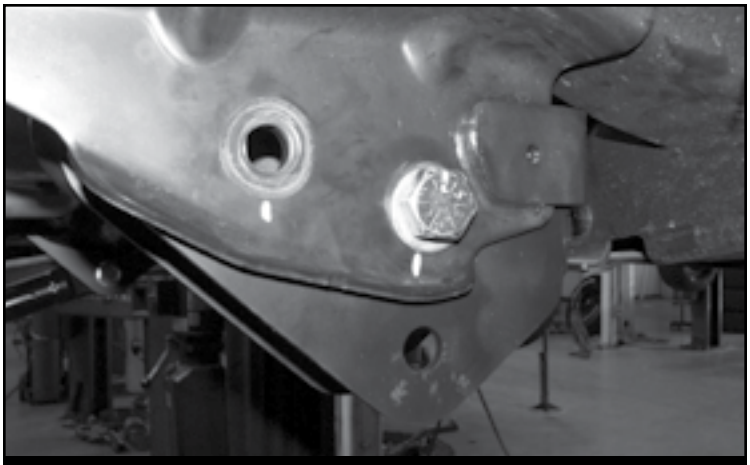

*FIGURE 13 - STEP 18*
18. Locate FT30650 (4-Link pocket). Install the bracket into the factory radius arm pocket using the supplied ¾” x 1-1/2” bolts, nuts and washers through the original rear holes in the frame. Leave loose. **SEE FIGURE 13**